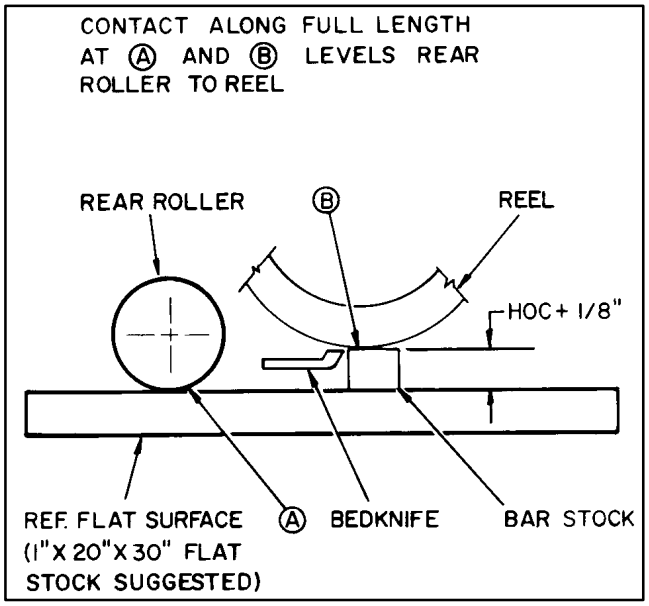

Figure 18
C. Insert a piece of bar stock 25" – 28" (70 cm) long (Fig. 18), and approximately 1/8" (3 mm) thicker than the desired height−of−cut, under the reel and up against the bedknife cutting edge (Fig. 18). The reel (not bedknife) must contact the bar stock along its full length.
E. Insert piece of bar stock (Fig. 18) 25"−28" (70 cm) long with thickness equal to desired height−of−cut, under entire length of the reel, next to bedknife.